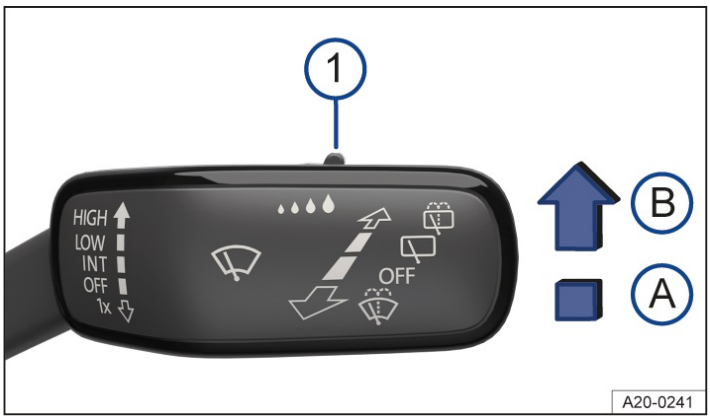

Fig. 1 On the right side of the steering column: windshield wiper lever.
1. Press the lever into the desired position → *fig. 1*.
The sensitivity of the rain/light sensor can be manually adjusted with the switch in the windshield wiper lever → *fig. 1* (1), → ⚠.